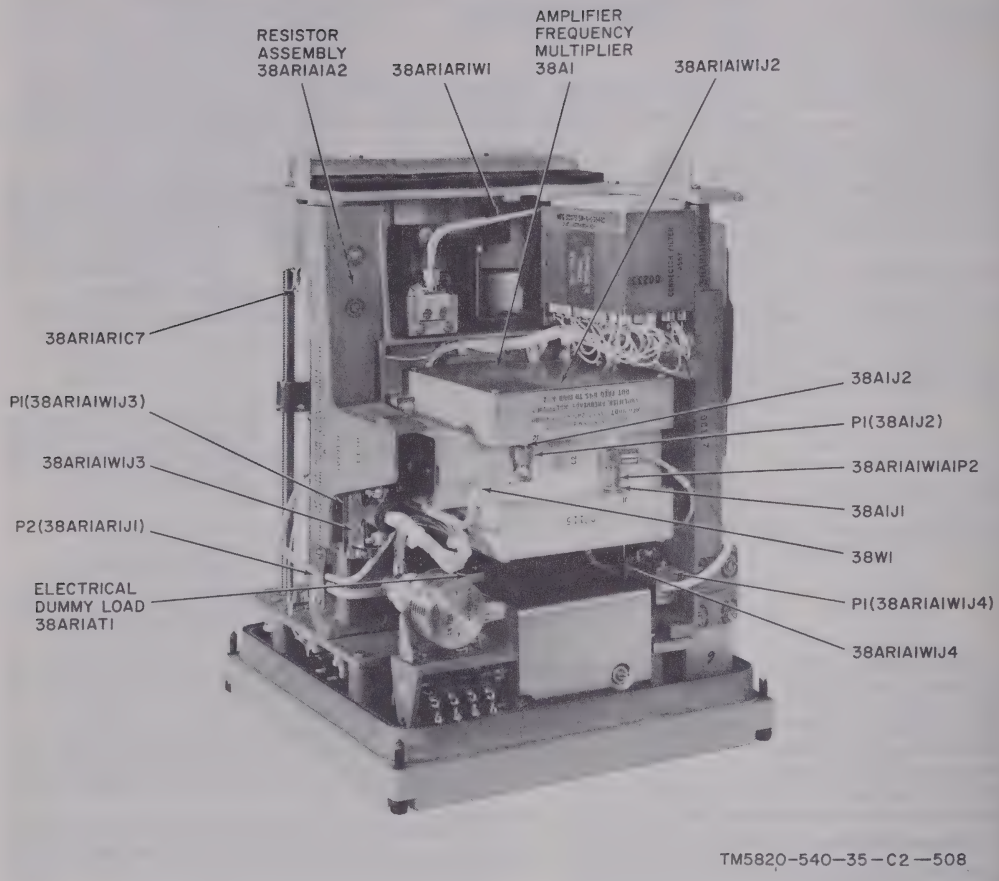

Figure 3-60. Band III transmitter RF head, top view.
(1) Loosen the two screws securing plug P1 38AR1A1W1J3) to chassis connector 3AR1A1W1J3 (fig. 3-60). Disconnect P1 from 3AR1A1W1J3.
(2) Set the XMTR CHANNEL control to nannel 1648.
(3) Using the multimeter, check for correct esistance between the following pins of P1 38AR1A1W1J3) as shown in the chart below.